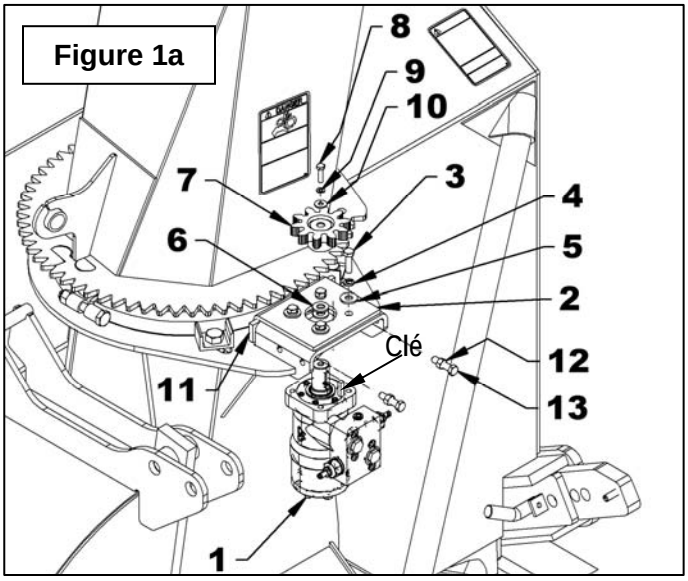

Figure 1a
2. **Figure 1a** Installer l'engrenage graissé (item 7) avec la clé, le boulon 1/4"NC x 1" lg (item 8), la rondelle de blocage 1/4" et rondelle plate 1/4" (items 9-10), et les deux rondelles plates 12mm (item 6) entre le bout de l'arbre du moteur et l'engrenage (item 7). Serrer le boulon selon la ***"Table de Spécification des Couples"***.
6. **Figure 1a:** Réinstaller l'engrenage et le couvercle (item 13) à l'aide de quatre boulons 5/16" NC x 1" (item 14), rondelles plates 3/8" (item 15) du côté extérieur et quatre écrous à bride rainurée 5/16" (item 16) du côté intérieur. Serrer selon la ***"Table de Spécification des Couples"***.